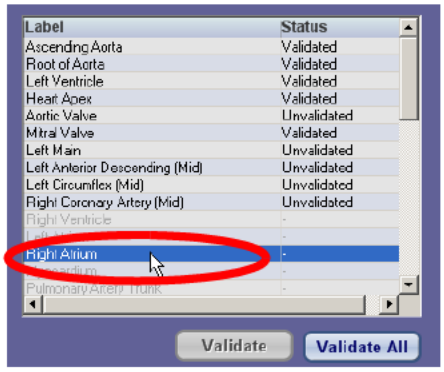

Figure 2-37: Selecting an Unidentified Vessel
1. Scroll down the Anatomy List to the lower section of the list, where the text is displayed as grayed-out (see Figure 2-37). These are the unidentified (unlabeled) vessels.